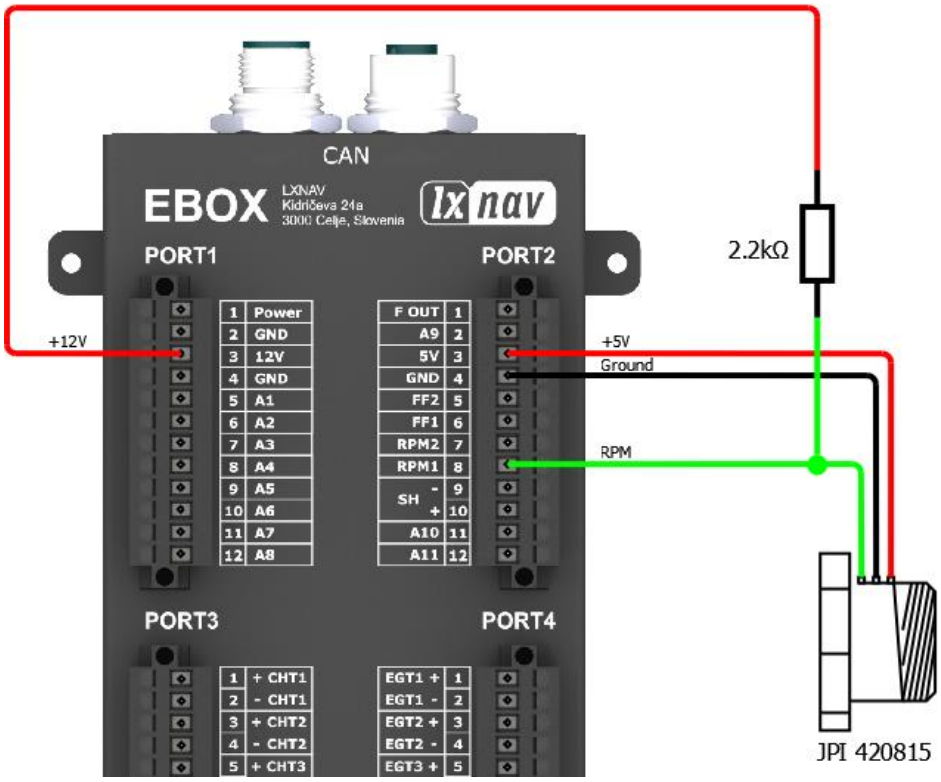

Figure 9: Active P-lead sensing from magnetos
- Active P-lead sensing from magnetos (JPI 420815) - Figure 9
Active P-lead sensing from magnetos is a preferred method of measuring RPM. Sensors like the JPI 420815 have a open-collector digital output (no high voltage spikes) and isolates the eBox from the magnetos. Figure 9 shows connection for such a sensor. Since RPM inputs on the eBox have no internal pullup, user must include a pullup 2.2kΩ to +12V.